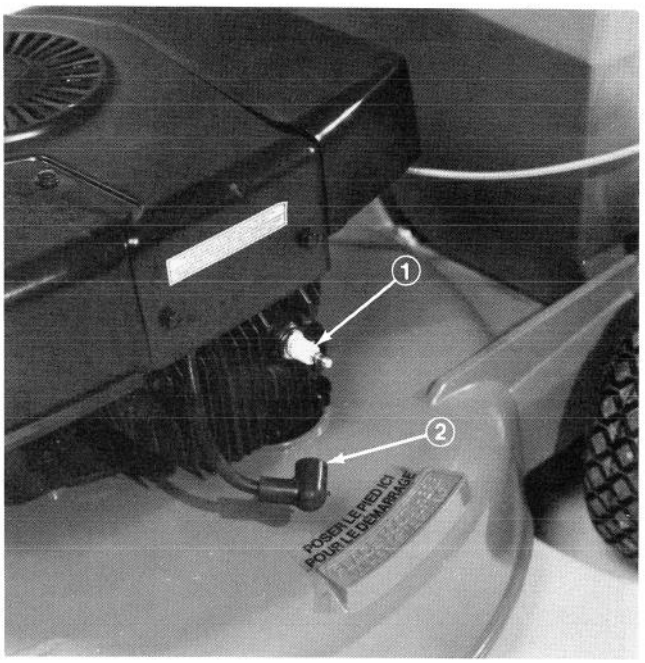

Figure 27
2. Clean area around spark plug so foreign matter does not fall into cylinder when plug is removed. Remove plug from cylinder head (Fig. 27).